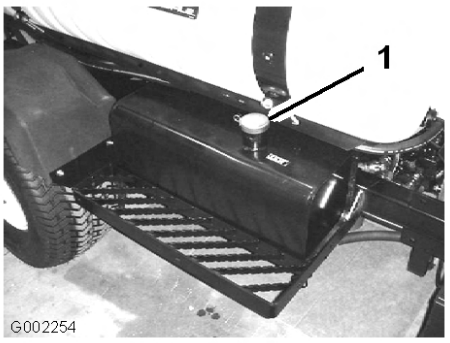

Figur 57
3. Rengör området runt locket till hydrauloljetanken och ta bort locket (Figur 57).